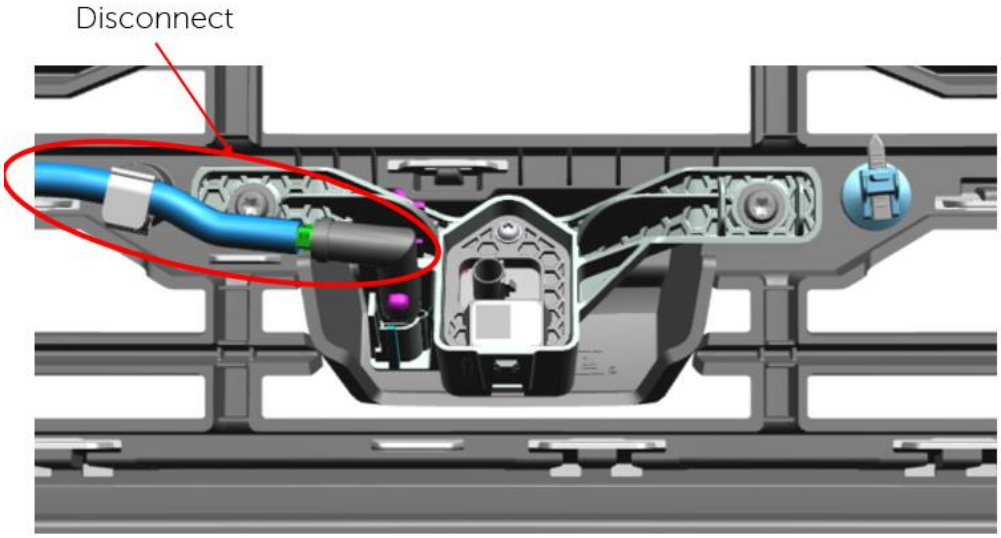

Figure 12
A. Fully disconnect wiper fluid harness from grille fascia retention – this will re-route through AEV lower weldment. – Fig. 12